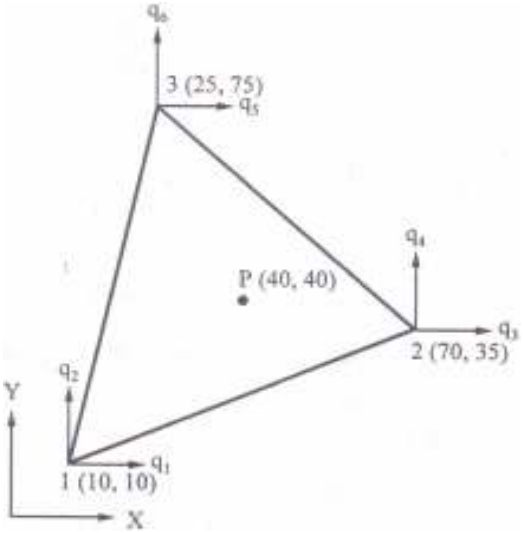

Figure 7
Q.4 **(a)** For the triangular element shown in Fig. 7, obtain the strain displacement relation matrix B and determine the strains ε_x, ε_y, ε_{xy}. The displacements at the nodes are: **07**